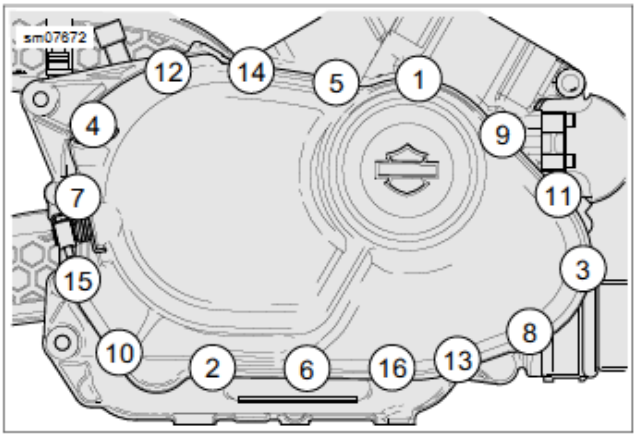

Figure 4-35. Tightening Sequence
a. See figure 4-35. Follow tightening sequence.